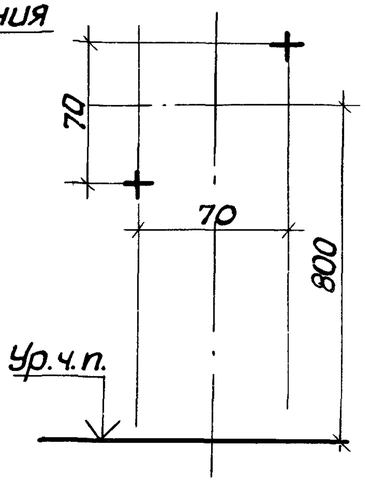

Рис. 1
4. Зануление коробки выполняется „шлейфом" нулевой жилы кабеля - см рис. 1.